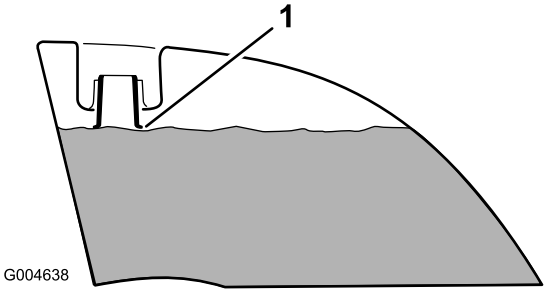

Figur 9
4. Fyll bägge bränsletankarna med bränsle tills nivån ligger vid påfyllningsrörets nedersta del (Figur 9). **Överfyll inte bränsletankarna.**